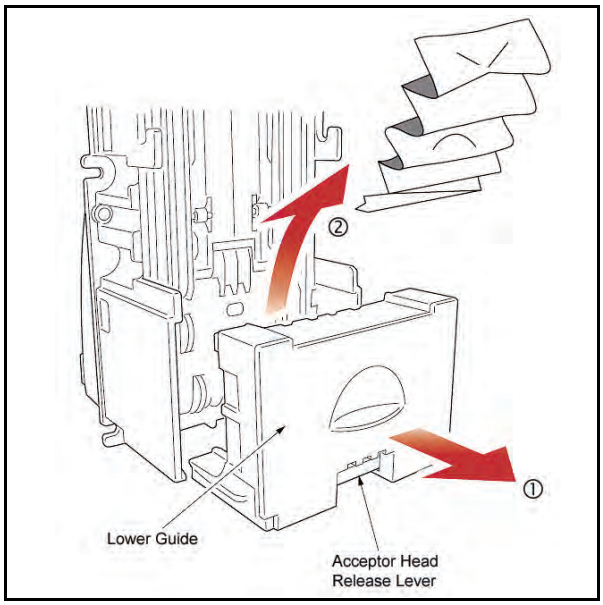

Figure 2-35 Clearing a Jammed Validator
1. Lift the Validator Head Release Lever and pull out the Lower Guide (See Figure 2-35 ①).
2. Remove the jammed Banknote (See Figure 2-35 ②).